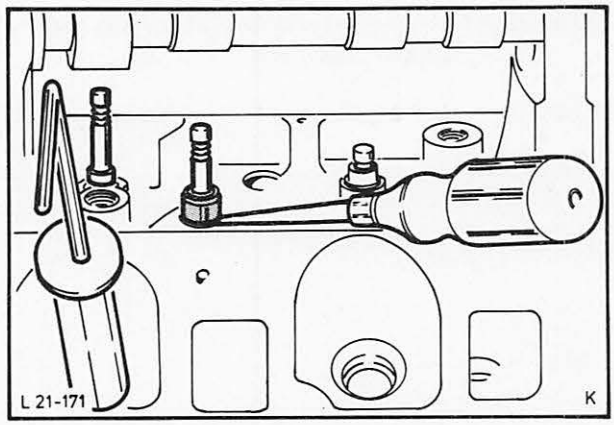

Abb. 248 Ölabschirmring mit Schraubenzieher entfernen
6. Ventilfederteller und Ventilfeder entfernen. Ölabschirmring mit Schraubenzieher vom Zylinderkopf abdrücken, Abb. 248.